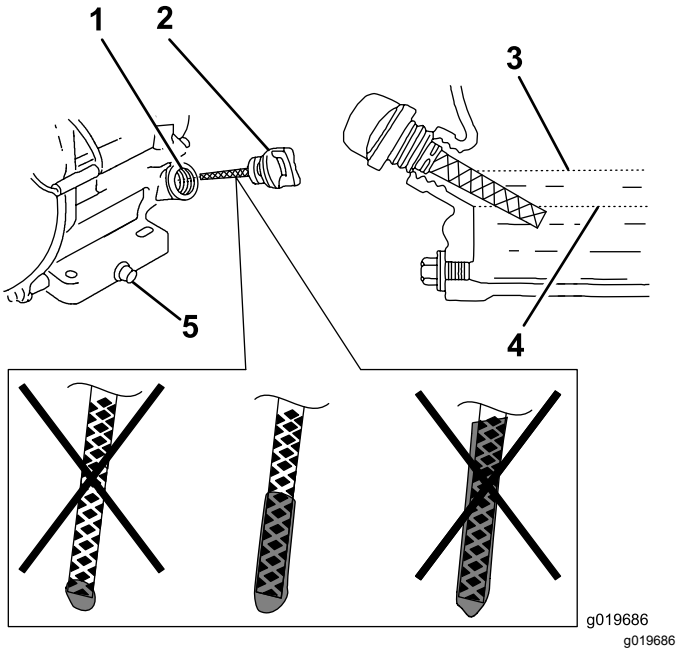

Rysunek 18
6. Wyjmij wskaźnik poziomu i sprawdź poziom oleju (Rysunek 18).